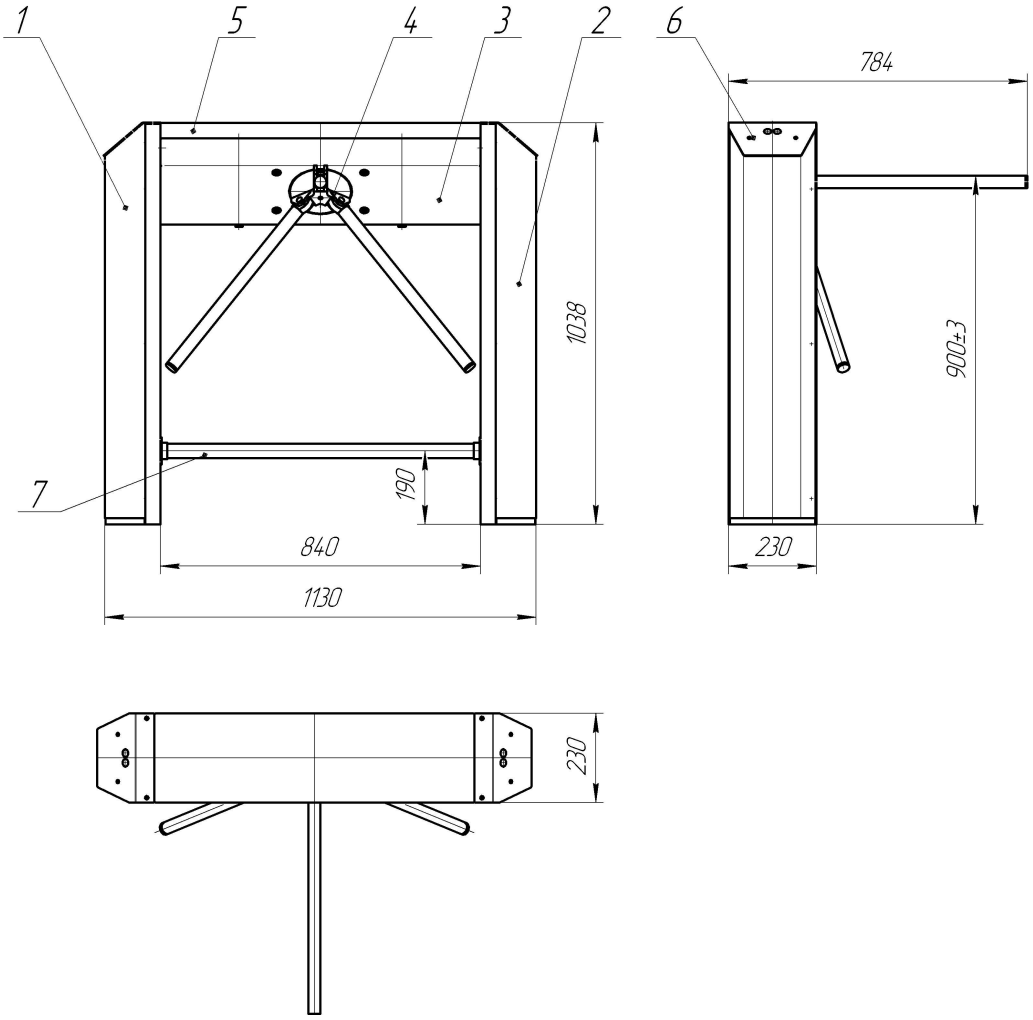

Рис.1
5.1. Турнікет-тумба (див. рис.1) - це збірний металевий корпус, що складається з двох порожнистих бічних стійок (1,2) і перемички (3). У перемичці на похилій плиті встановлені привід турнікета з триподом(4), а також плата блоку управління БУТ-НП. Перемичка закривається зверху кришкою (5), яка фіксується за допомогою двох замків. У верхній частині бічних стійок розміщені зчитувальні пристрої і світлодіодні знакосинтезуючі індикатори. Зверху бічні стійки закриваються похилими панелями (6), які виготовляються з тонованого акрилу або з нержавіючої сталі, і фіксуються гвинтами. Знизу бічні стійки з'єднані трубою квадратного або круглого профілю (7), призначеною для запобігання «проповзання» під турнікетом.